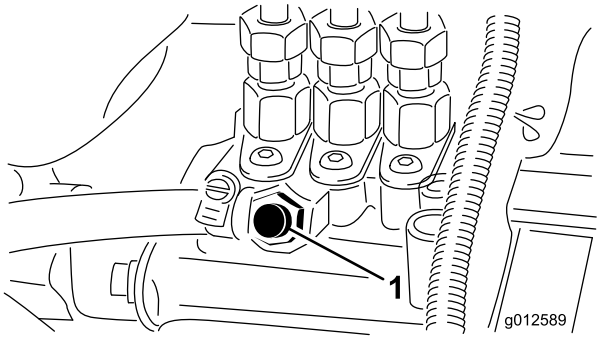

Figur 31
3. Öppna avluftarskruven på insprutningspumpen (Figur 31).